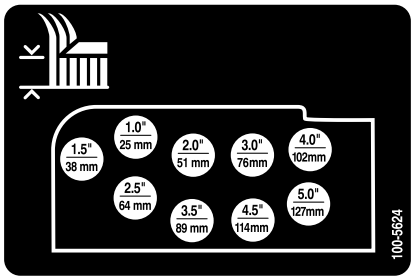

Figuur 20
6. Bevestig de maaihoogtekettingen aan de gewenste maaihoogteopening (Figuur 20) met de gaffelpen en de R-pen.